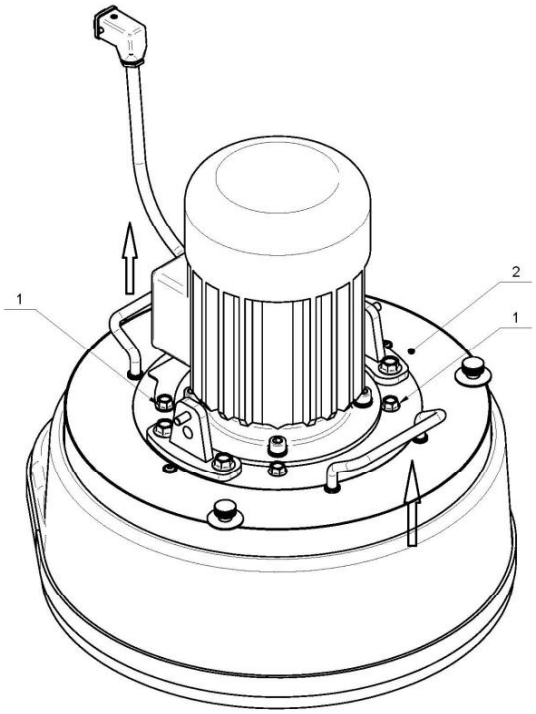

Figure 7.2
Separate the carriage from the main head. Unscrew the four bolts (1)(Fig.7.2), and remove the upper cover (2)(Fig.7.2). Check the planetary driving belt, by moving the main head, the belt should not slip on the planetary (central) pulley.